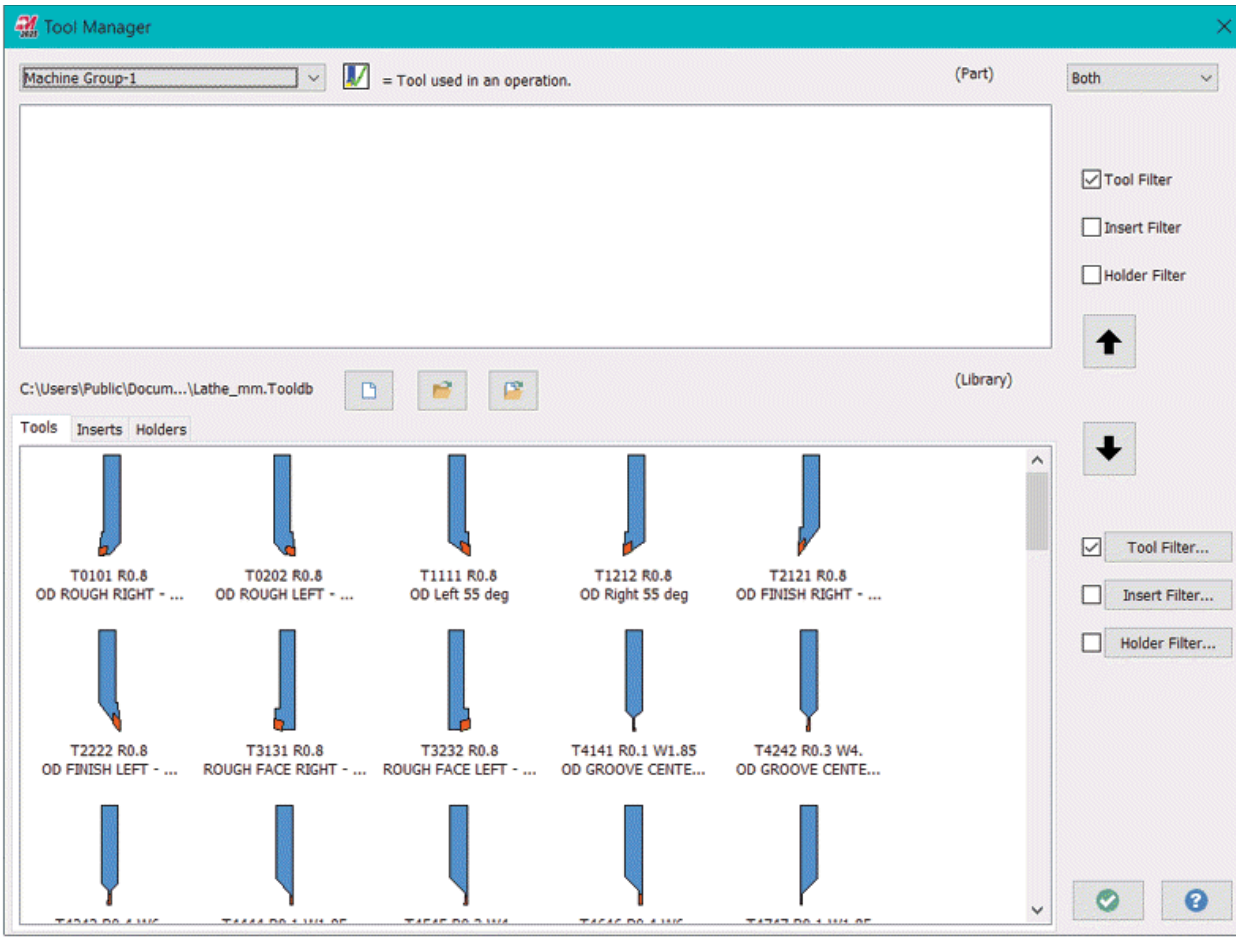

Figure-23. Tool Manager dialog box
- Click on the **Lathe Tool Manager** tool from the **Utilities** panel of **Turning** tab in the **Ribbon**. The **Tool Manager** dialog box will be displayed; refer to Figure-23.